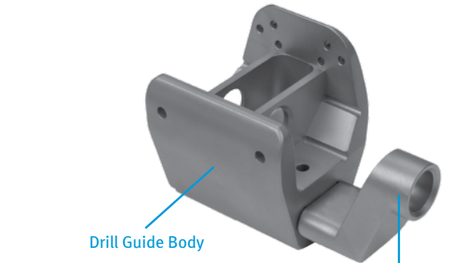

Fig. 135
- Slide the Segmental Trephine Guide Bushing into the slot of the Segmental/RH Knee Drill Guide Body **(Fig. 135)**.